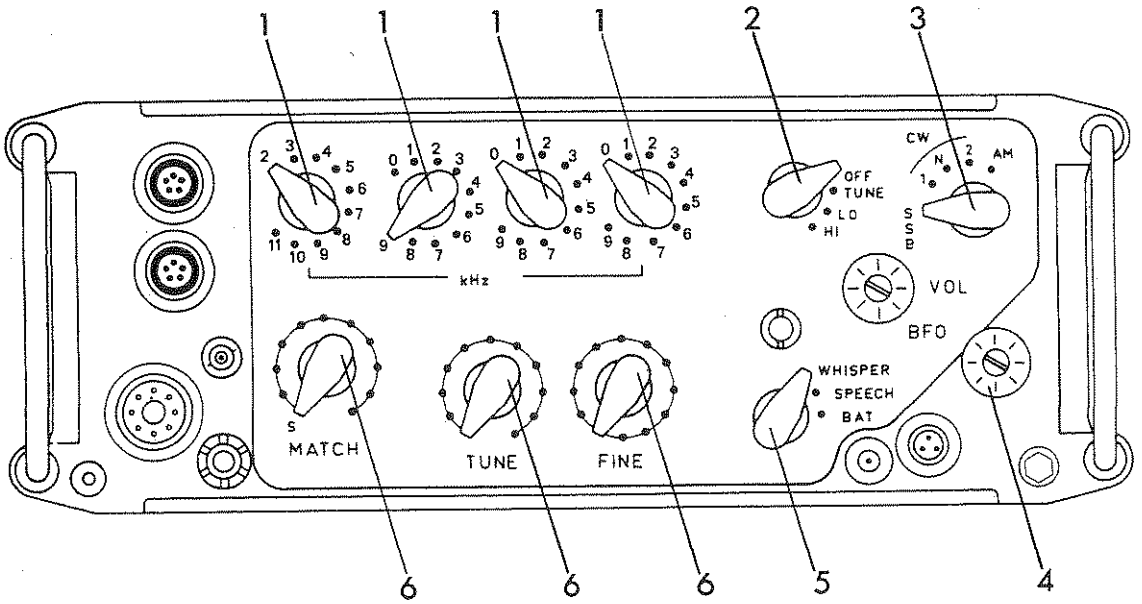

FIG 49
c. Fig 49 - Tuning Sequence - Radio Set, GRC-F2.